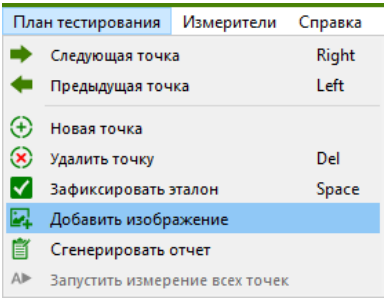

Рисунок 4.26 - Пункт меню «План тестирования» ПО EPLab
4. В меню **План тестирования** (рис. 4.26) выберите пункт **Добавить изображение** и укажите путь к изображению эталонной платы. Данный пункт можно пропустить, если у вас отсутствует изображение платы или оно вам не требуется.